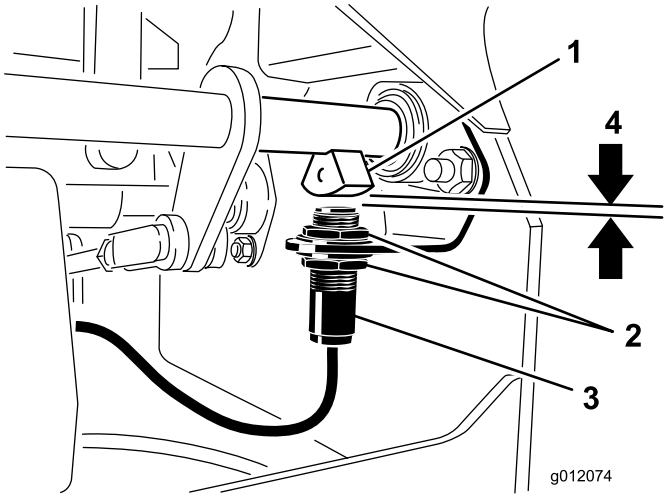

Figur 51
4. Flyt kontakten op eller ned på beslaget, indtil afstanden mellem bremseakselsensoren og kontaktstemplet er 3,9 mm (Figur 51).